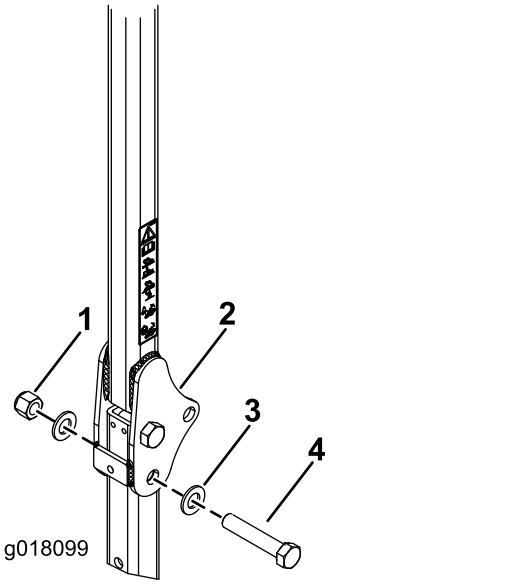

Figur 13
3. Sett en skive (13/16 x 1 1/2 tomme) på hver bolt (3/4 x 4 tommer), som vist i Figur 13.
4. I hullene pinnene ble fjernet fra, monterer du boltene og skivene (Figur 13).
5. Monter en ekstra skive på hver bolt og fest med muttere (¾"), som vist i Figur 13. Stram mutterne til 323–396 N·m.
6. Trekk til veltebeskyttelsens svingbolt (Figur 13) med et moment på 91–113 N·m for å unngå at veltebøylen og solskjermen hopper.